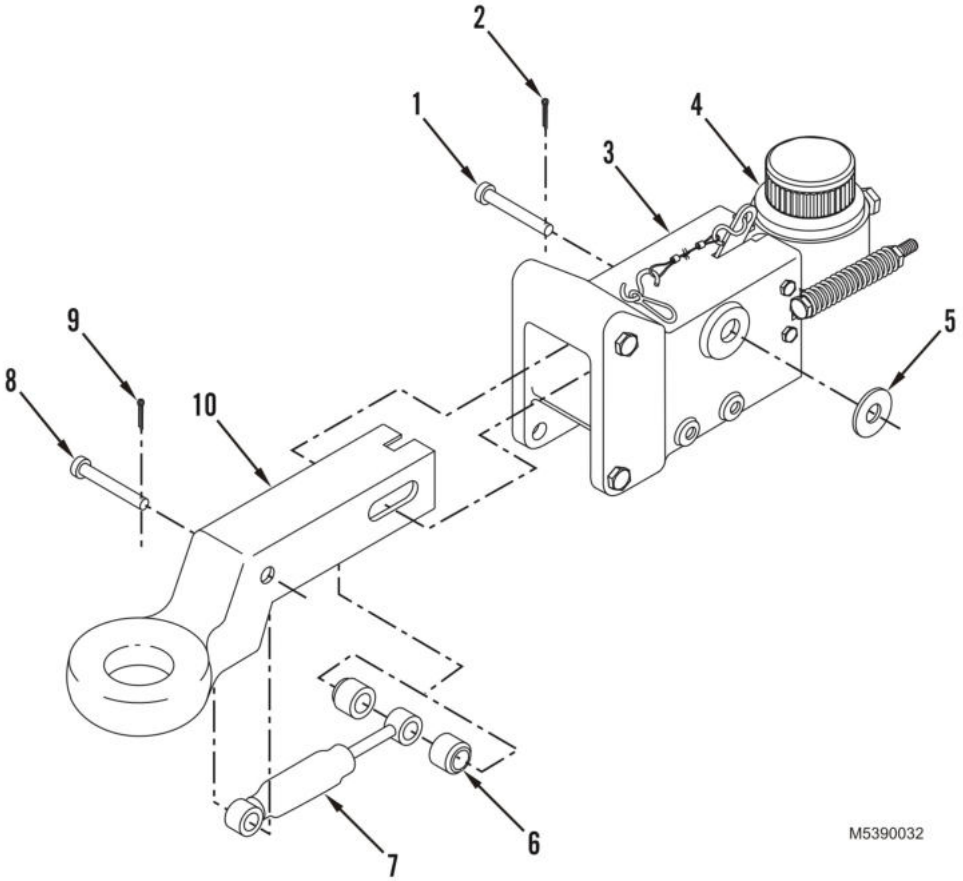

Figure 6. Hydraulic Brake Actuator Assembly.
5. Install damper (Figure 6, Item 7) on lunette (Figure 6, Item 10) with damper pin (Figure 6, Item 8) and new cotter pin (Figure 6, Item 9).
6. Position two rollers (Figure 6, Item 6), with beveled sides facing out, on either side of damper (Figure 6, Item 7) inside lunette (Figure 6, Item 10). Use 5/8 in. deep well socket to hold damper and two rollers in place.
7. Install lunette (Figure 6, Item 10) on brake actuator (Figure 6, Item 3) and master cylinder (Figure 6, Item 4) with master pin (Figure 6, Item 1), washer (Figure 6, Item 5), and new cotter pin (Figure 6, Item 2). Torque master pin to 50 lb-ft (68 N•m), then back off 1/4 turn.